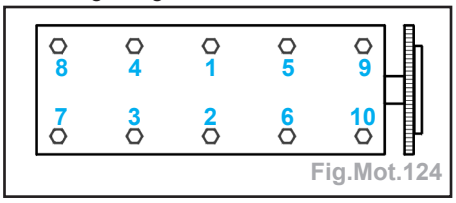

Fig.Mot.124
- Serrer les vis de culasse dans l'ordre indiqué (Fig.Mot.124) :